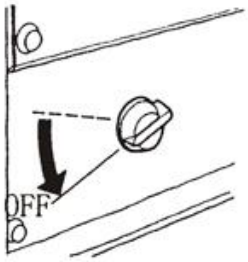

Рис. 35
6.2 Встановіть пусковий перемикач в положення “OFF” (Рис. 35).